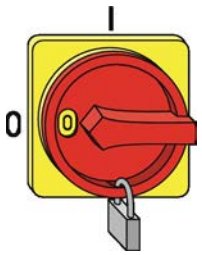

Fig. 5: Sécuriser l'interrupteur général.
3. Sécuriser l'interrupteur général à l'aide d'un cadenas (Voir la Fig. 5).